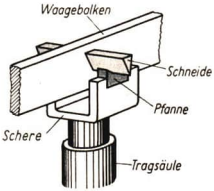
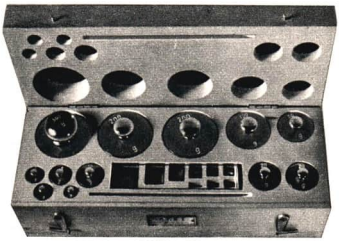

Abb. 138
Abb. 139. Gewichtssatz. Seine Zusammensetzung entspricht dem angegebenen Beispiel.
2. Die einfache Balkenwaage. Die einfache Hebelwaage haben wir bereits kennengelernt. Sie ist als Hornschalenwaage im Lehrbuch der Physik für das 6. Schuljahr auf S. 27 abgebildet. Wir unterscheiden den *Waagebalken*, die *Waagschalen* und die sogenannte *Schere*, zwischen deren Schenkeln der Waagebalken schwingt. Die Schere umschließt bei der Hornschalenwaage auch den mit dem Waagebalken verbundenen *Zeiger* und die *Nullmarke*. Bei größeren Waagen ist der Zeiger nach unten gerichtet und spielt vor einer Skala. Zur Erhöhung der Empfindlichkeit sind der Waagebalken und die Aufhängevorrichtungen der Waagschalen meist auf *Schneiden* gelagert (Abb. 138). Jede Waage ist so eingerichtet, daß der Schwerpunkt des Waagebalkens etwas unterhalb der Drehachse liegt. Infolgedessen spielt die Waage beim Wägen waagerecht ein, wenn auf beiden Waagschalen die gleichen Massen liegen (vgl. § 19, 1). Zu jeder Waage gehört ein Kasten mit einem Satz genormter Vergleichsmassen. Man bezeichnet ihn aber allgemein als *Gewichtssatz* (Abb. 139). Er ist in mehrere Zehnerfolgen gegliedert, in der sich immer wieder die Stücke 1, 2, 2, 5 wiederholen. Dadurch ist es möglich, aus seinen Stücken innerhalb des Meßbereichs jede in vollen Gramm meßbare Masse wiederzugeben.